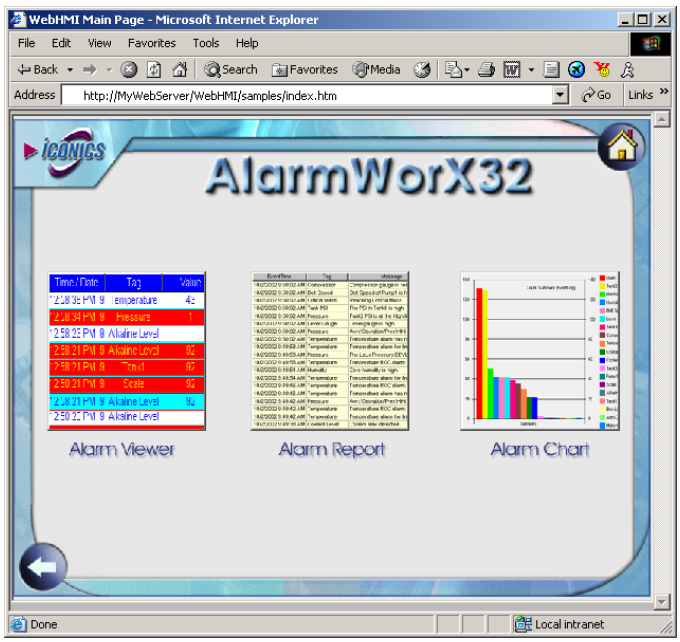

Figure L4.4: WebHMI AlarmWorX32 Sample Page
8. Hit the back arrow button at the bottom left-hand corner of the screen to return to the **Default Samples** page. This time click the **AlarmWorX32** link to view the display shown in **Figure L4.4.**